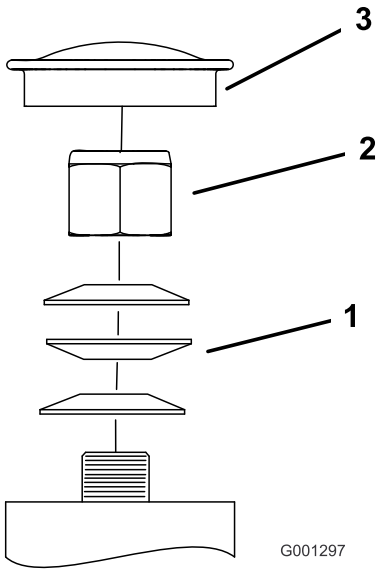

Figur 50
3. Ta av dammkåpan och dra åt låsmuttern (Figur 50).
4. Dra åt låsmuttern tills fjäderbrickorna är plana och släpp sedan efter 1/4 varv för att få rätt förbelastning på lagren (Figur 50).
Viktigt: Kontrollera att fjäderbrickorna har monterats korrekt i enlighet med Figur 50.
5. Montera dammkåpan (Figur 50).